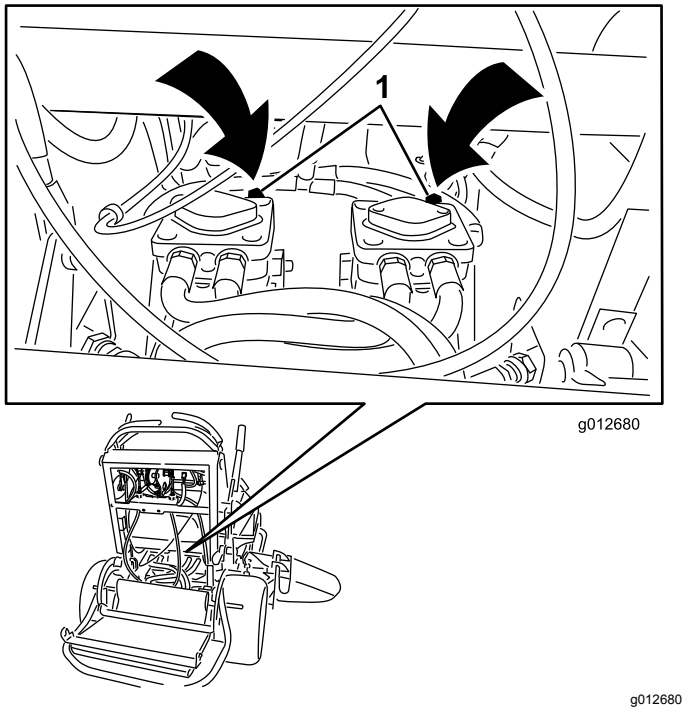

Rysunek 24
3. Otwórz zawory obejścia na obu pompach przekręcając je w lewo o 1 do 2 obrotów (Rysunek 24).